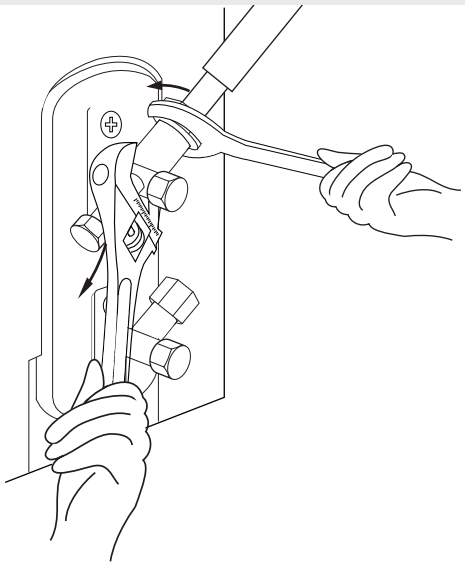

Fig. 5.10
4. Utilizând o cheie de buloane, apucați corpul supapei. Nu apucați piulița ce detașează supapa de service (consultați **Fig. 5.10**).